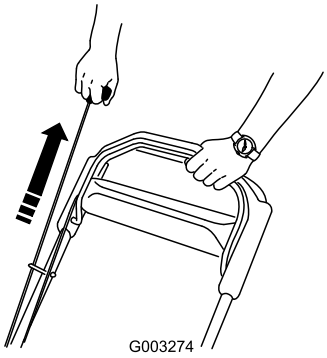

Figur 14
2. Dra i startsnörets handtag (Figur 14).